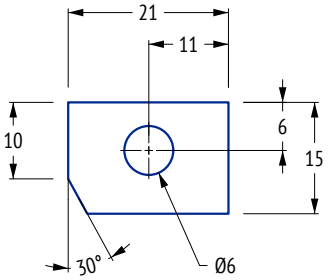

Рисунок 1
6.1 Корректное указание размерных и выносных линий, допусков, символов допусков формы и расположения (рис. 1).
6.2 Размерные линии должны быть выровнены, если это возможно и сгруппированы для обеспечения единообразного внешнего вида (рис. 1).